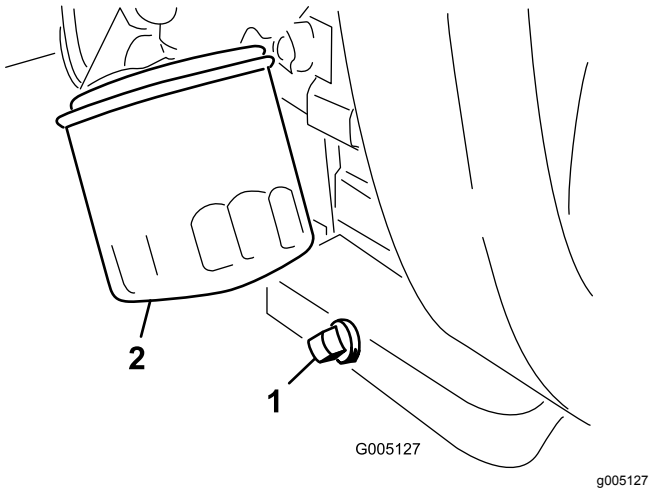

**Figur 34**
1. Ta bort avtappningspluggen (Figur 34) och låt oljan rinna ned i ett avtappningskärl.
2. Rengör gängorna på avtappningspluggen, stryk på PTFE-tätning och sätt tillbaka avtappningspluggen (Figur 34).
3. Avlägsna oljefiltret (Figur 34).